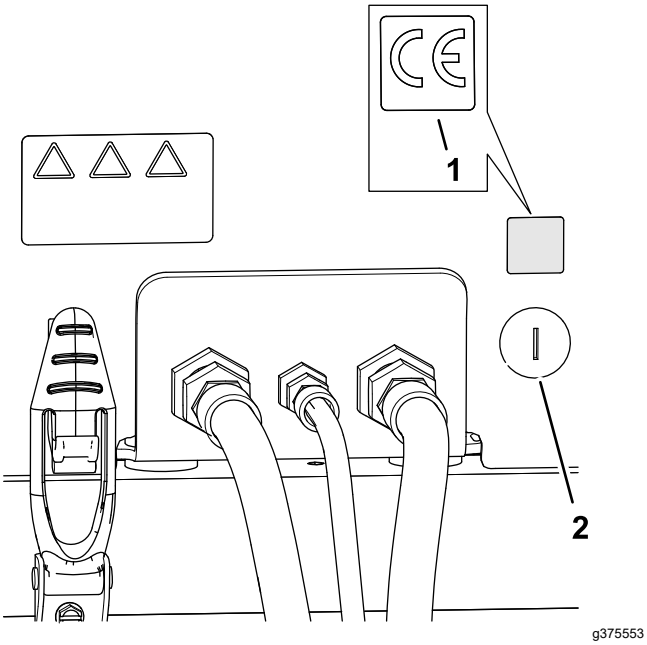

Figur 37
1. Brug sprit og en ren klud til at rengøre området på motorhjelmen ved siden af motorhjelmens lås, og lad motorhjelmen tørre (Figur 37).